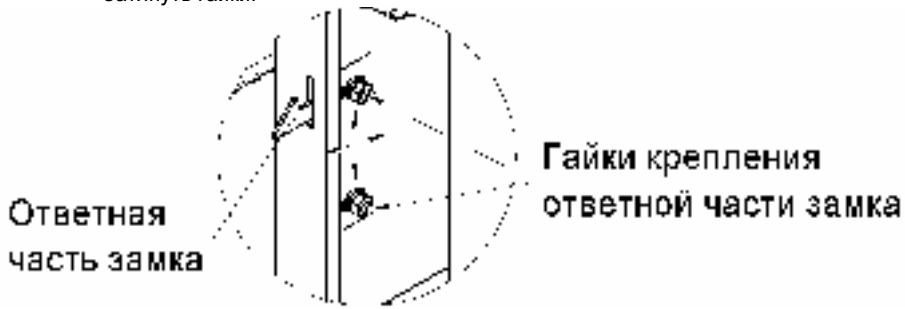

Рис.7
8.4.4 Для регулировки прилегания дверки к лицевой панели камеры, необходимо (см. рис.7):